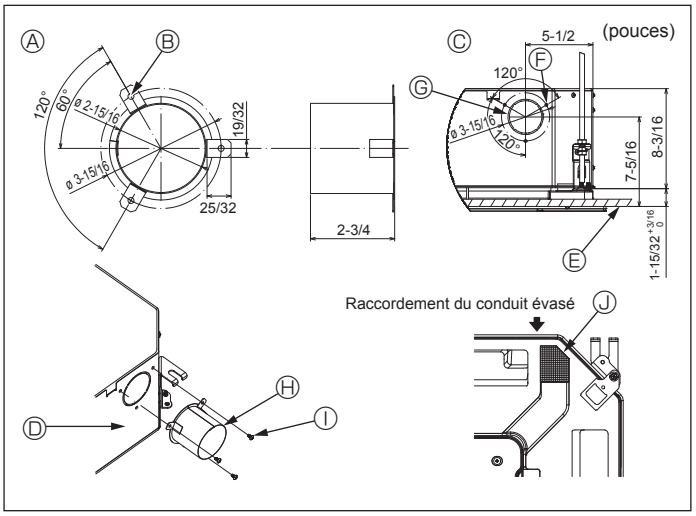

Fig. 4-3
4.3. Installation de conduit (en cas d'arrivée d'air frais) (Fig. 4-3)